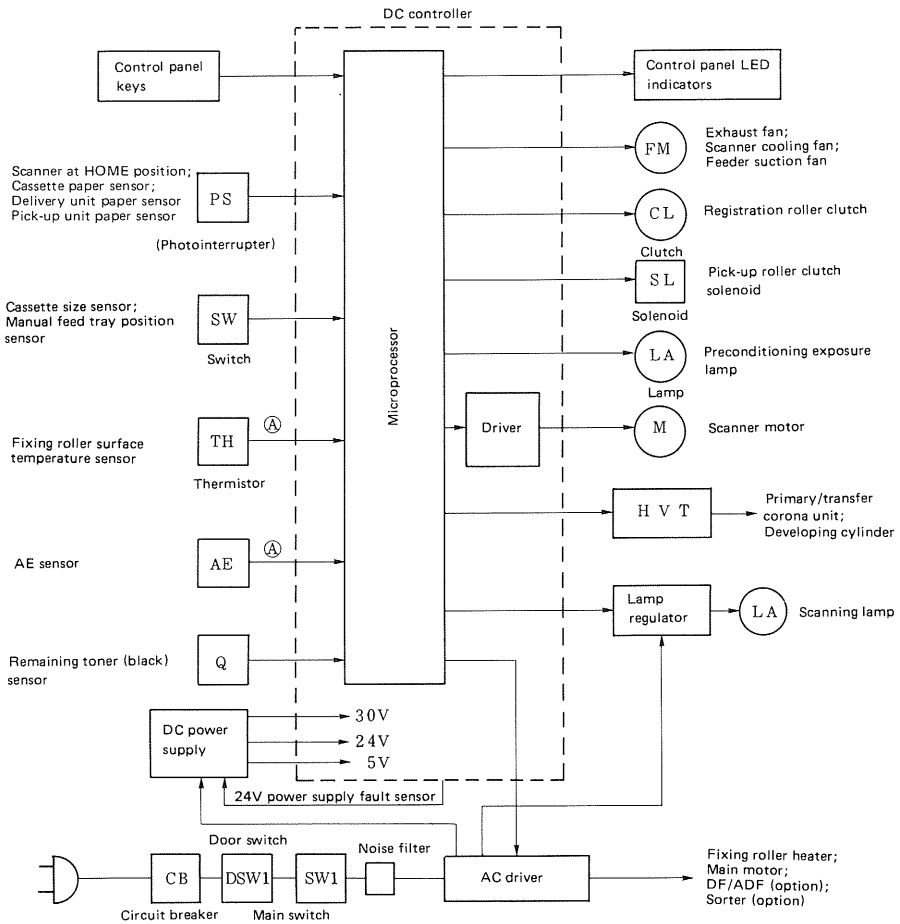

Figure 3-2
The microprocessor used in this copier incorporates an A/D converter enabling it to read analog signals as well as digital signals. Signals marked by (A) in Figure 3-2 are analog signals. Main motor M1 is a synchronous type and runs at a speed determined by the AC line frequency. Scanner drive motor M2 is a stepping type, and runs at a frequency determined by a crystal controlled oscillator in the DC controller. Any variation of the AC line frequency will affect only the main motor; this could result in compressed or elongated images.